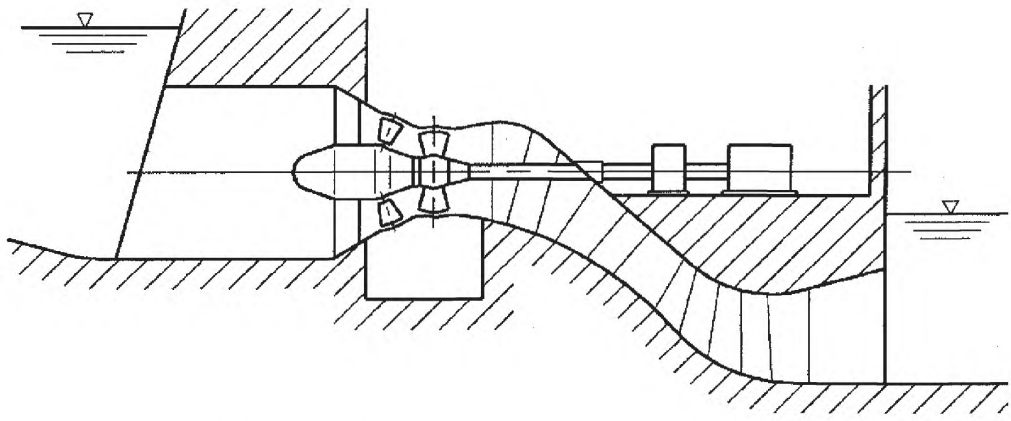

Рисунок 6 — Агрегат с генератором в низовой части здания
Расшифровку обозначений см. в МЭК 60041, рисунок 6
- установка в верхней части агрегата S-образного типа, см. рисунок 6;